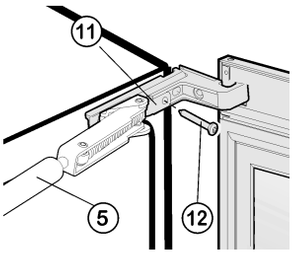

*Fig. 7*
▶ Sluitdemper *Fig. 7 (5)* buigen en voorzichtig neerleggen aan de voorkant van het apparaat.
▶ Middelste schroeven *Fig. 7 (12)* uit de gaten in de sluitdemper *Fig. 7 (11)* losdraaien.
- Sluitdemper *Fig. 7 (5)* weer voorzichtig neerleggen aan de voorkant van het apparaat.